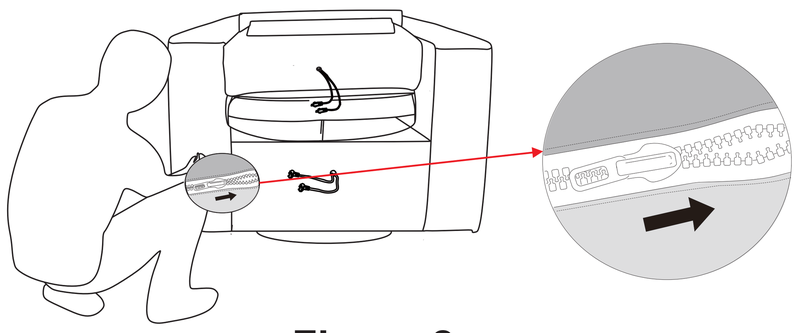

Figure 2
Zip the fabric on the bottom of the Back (A) with the back of the Seat (B). (See Figure 2.)